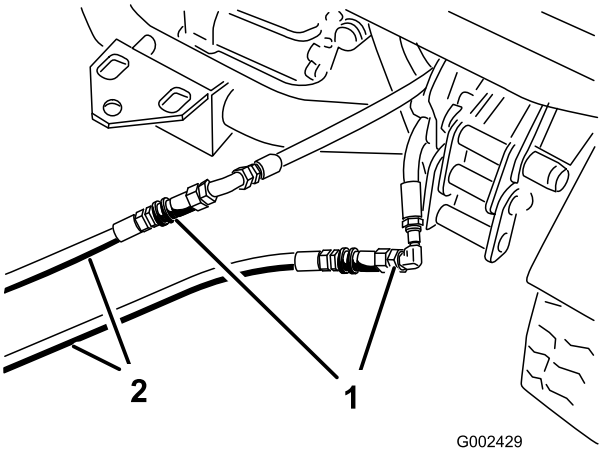

Figur 76
3. På den maskine, der ikke fungerer: Forbind de to startslanger med slangerne, der blev frakoblet (Figur 76).